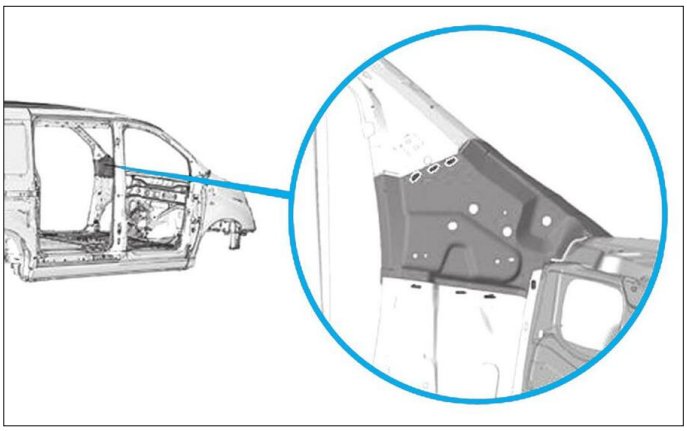

**FIG. 31**
• Souder par cordons **(Fig.31)**.